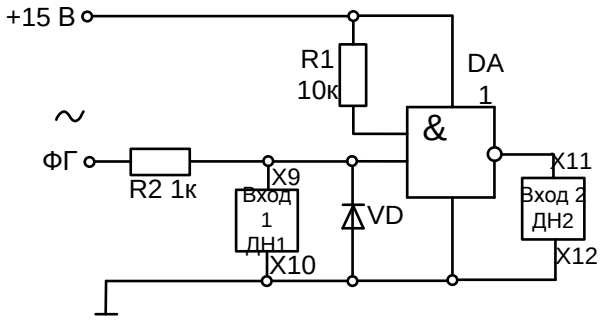

Рис. 17
2.5. Снять передаточную характеристику логического элемента 2И-НЕ на переменном токе в соответствии с рис. 17. Параметры микросхемы определяются аналогично рассмотренному в п. 2.2 принципу.